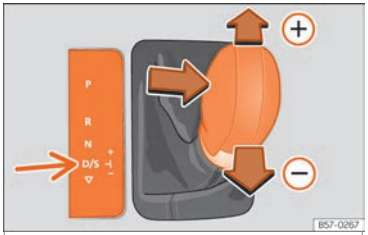

Abb. 244 Hebel in Tiptronic-Stellung.
- Drücken Sie den Hebel nach vorn (+) oder zurück (–), um hoch- oder herunterzuschalten ››› Abb. 244.